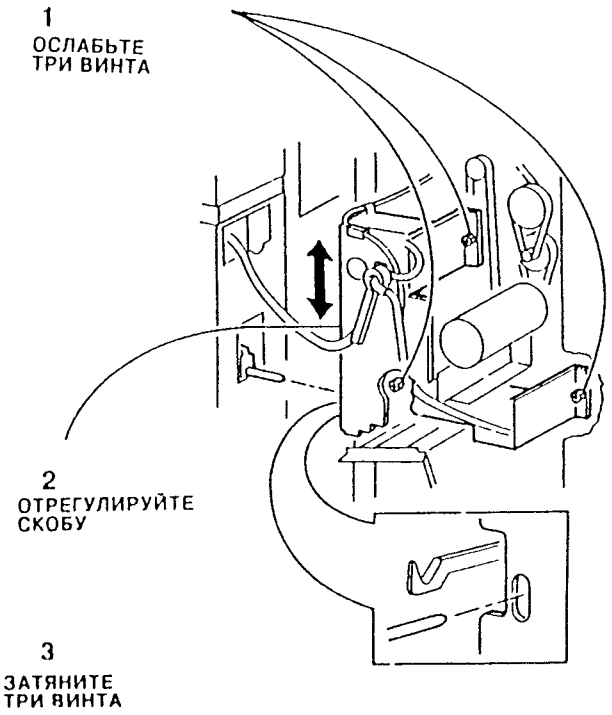

Рис. 7. Отрегулируйте скобу
1. Отрегулируйте скобу так, чтобы обеспечить, что активатор блокировочного выключателя полностью касается блокировочного выключателя, когда сортер/автоматический сшиватель подсоединен к копировальной машине (Рис. 7). Убедитесь, что активатор выключателя входит в апертуру, не задевая окружающие металлические элементы.